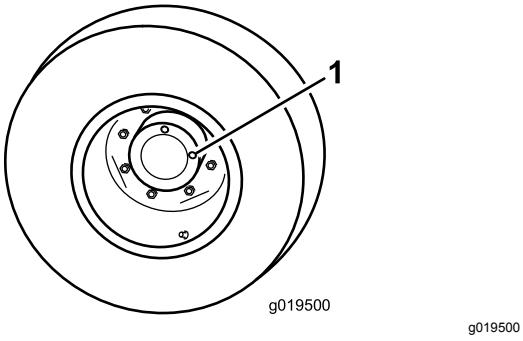

**Figur 15**
1. Anbring maskinen på et plant underlag og placer hjulet, således at den ene kontrolprop (Figur 15) står i klokken 12-positionen, og den anden står i klokken 3-positionen.
1. Kontrol-/aftapningsprop (2)
2. Fjern proppen i klokken 3-positionen (Figur 15). Der skal stå olie op til bunden af kontrolprophullet.